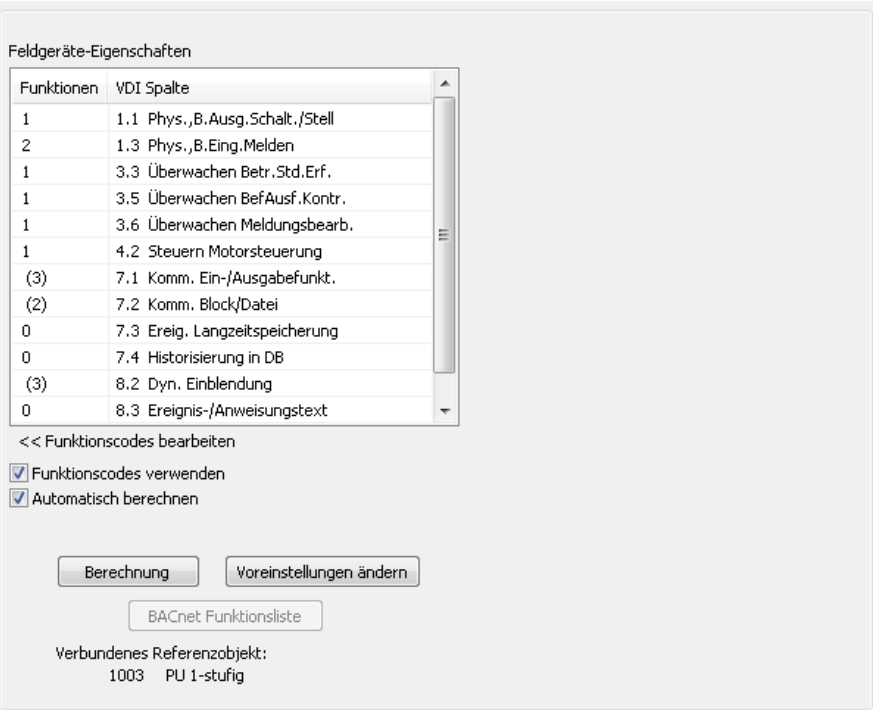

Bild 29.11 – Bearbeiten, Rubrik *Funktionsliste*
- Schalten Sie auf die Rubrik *Funktionsliste* um. Die Optionen werden angezeigt (Abb. 29.11).